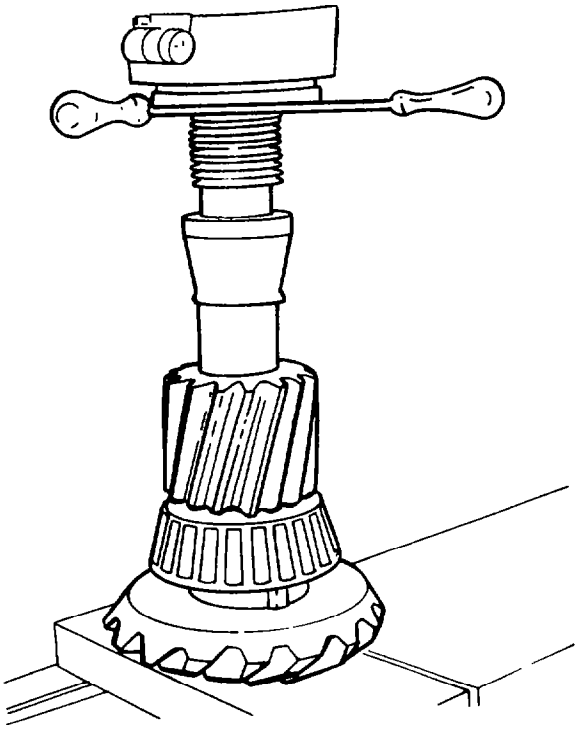

Fig. 316 — Installing Pinion Gear onto Shaft
e. Align the pinion gear keyway with the key in the shaft, then press the gear onto the shaft using the hydraulic press (see fig. 316).